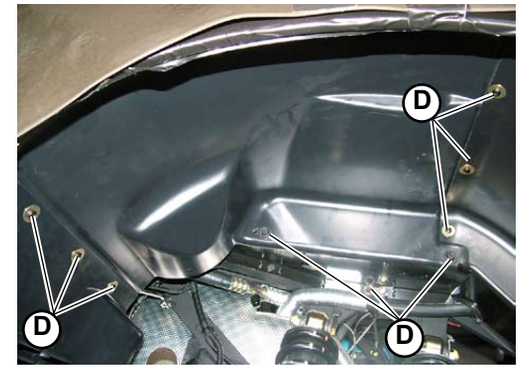

Fig.3
2. Unscrew the screws (**D-Fig.3**) securing the central wheel arch element (some screws are shared by the front and rear wheel arch elements).